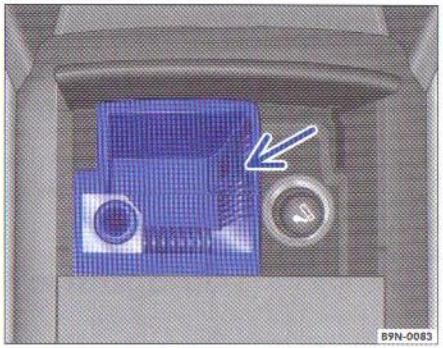

Fig. 44 Scrumiera şi bricheta faţă
– Luaţi scrumiera de părţile laterale ⇒ fig. 44 (săgeata) în sus şi goliţi-o.